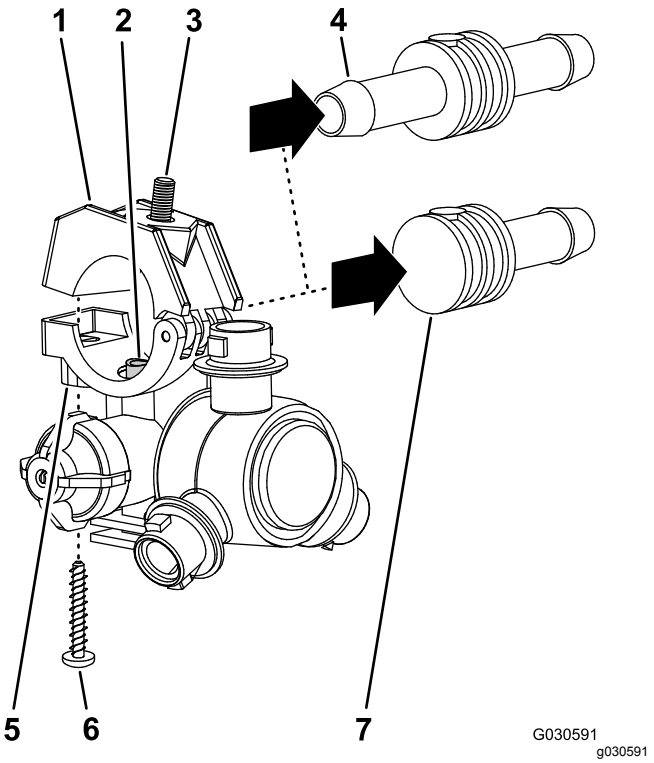

Figur 48
2. Fjern skruen i rustfritt stål (nr. 12 x 1-1/4 tomme) som fester den øvre klemmehalvdelen og slangeskaftet med mothake på én eller begge sider (19 mm) til kroppen på hver sprederdyse, og løsne slangeskaftet med mothake og slangen fra dysen (Figur 48).